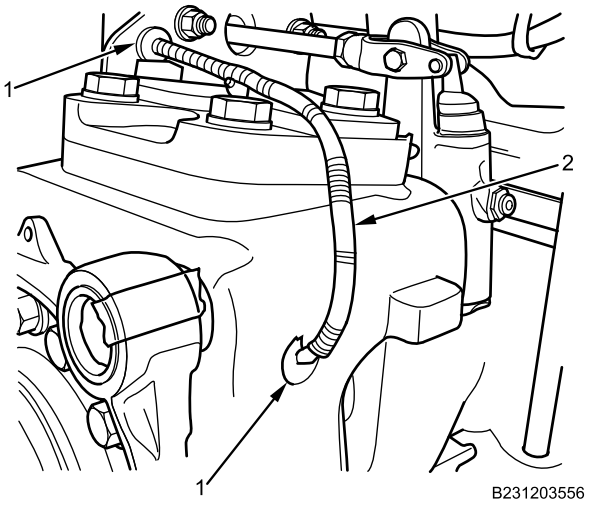

Figure 2. Sensor Harness.
3. Remove ABS sensor harness (Figure 2, Item 2) and grommets (Figure 2, Item 1).